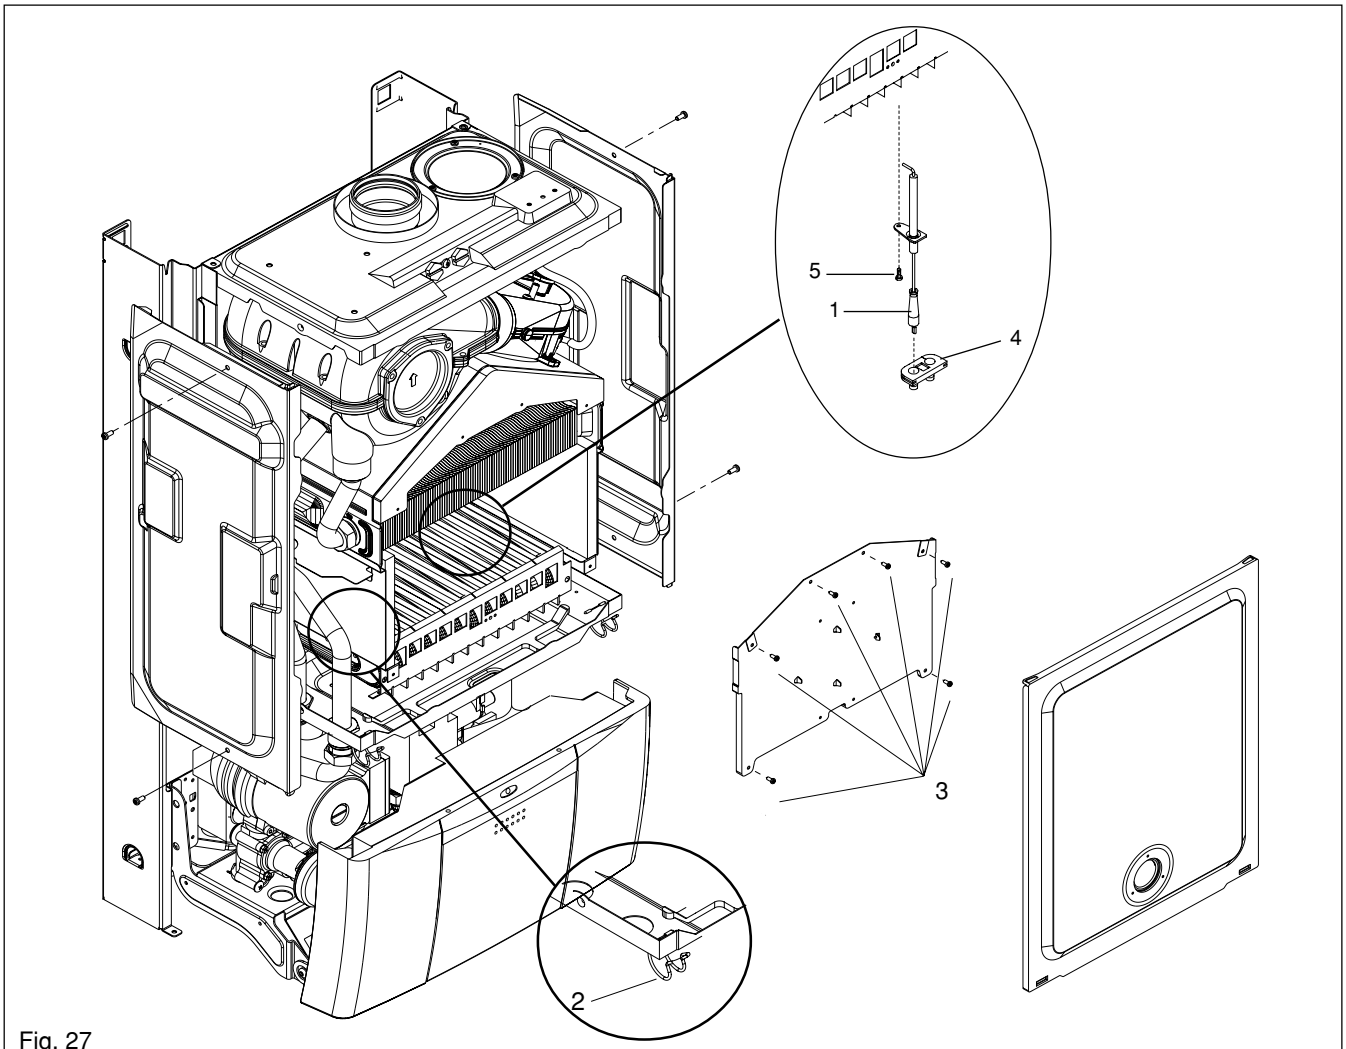

Fig. 27
Fig. 27: locate and remove the four screws which secure the burner in position (1), gently ease the burner out of its location. Once the burner has been removed, the electrode retaining screw can be can be removed. Locate the burner injectors (2) and remove (if necessary). Replace in the reverse order. Please note, the injector sealing washers (3) must be replaced if the injectors have been removed, ensure all seals are in good condition, taking care to ensure they are replaced correctly. Replace in the reverse order.
6.16 FLUE FAN (see fig. 27 & 28)
Fig. 27: unclip and remove the air chamber cover, gently pull the cover towards you before lifting and disengaging (2). Locate and remove the six screws that secure the front combustion cover, then remove the cover (3).